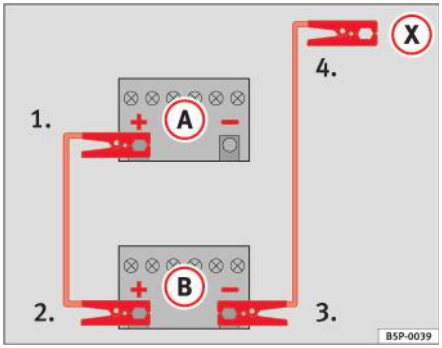

Fig. 180 Modul de conectare a cablurilor pentru pornirea asistată
⇒ fig. 180 Imaginea (A) prezintă bateria descărcată, iar imaginea (B) prezintă bateria încărcată.
1. Conectați unul din capetele cablului roşu la borna pozitivă ⇒ fig. 180 (+) a automobilului cu bateria descărcată ⇒ ⚠.
4. Conectați celălalt capăt al cablului negru (X) la o piesă solidă din metal fixată de blocul motor sau chiar la blocul motor al automobilului cu bateria descărcată. Nu conectați cablul într-un punct aflat în apropierea bateriei ⇒ ⚠.